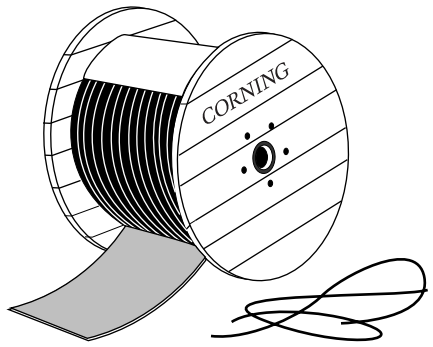

Figure 18 - Reel packaging removal
4.41 Upon arrival at the job site, remove the packaging from each cable reel (Figure 18). If the cable date sheet for the reel has been retrieved on-line from Corning Cable Systems, record the actual reel location in the aerial plant on the sheet to further document the system.